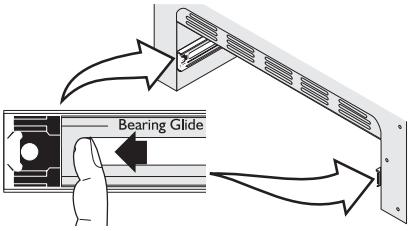

Fig. 14
a. **Pull the bearing glides to the front** of the chassis glide (See Fig. 14).